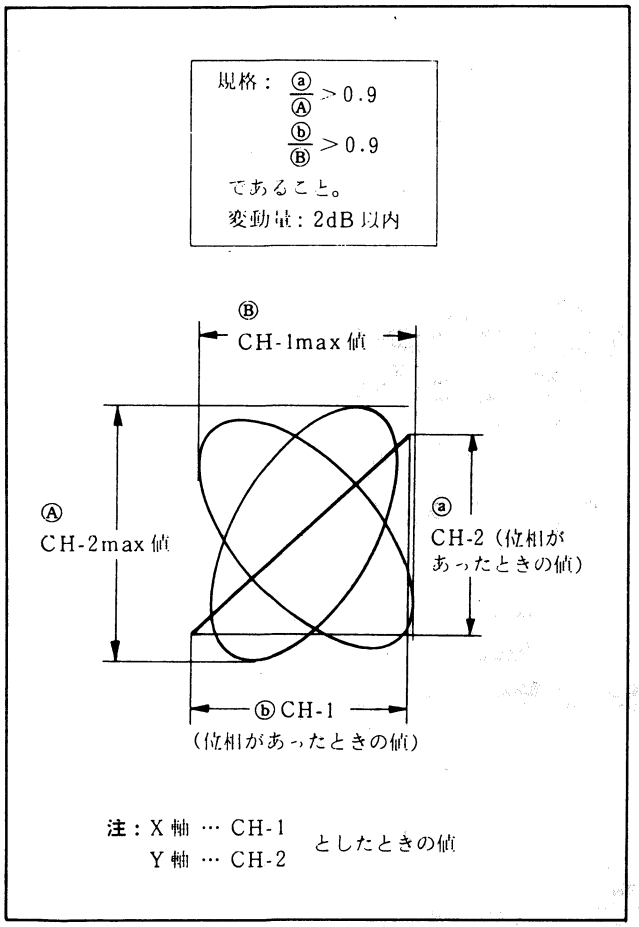
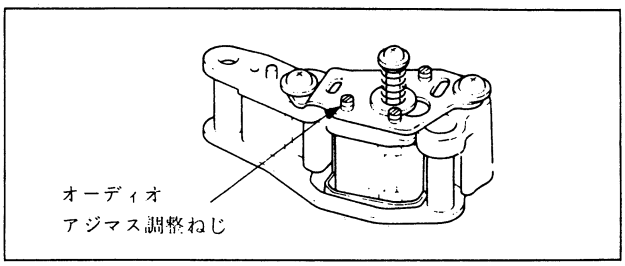
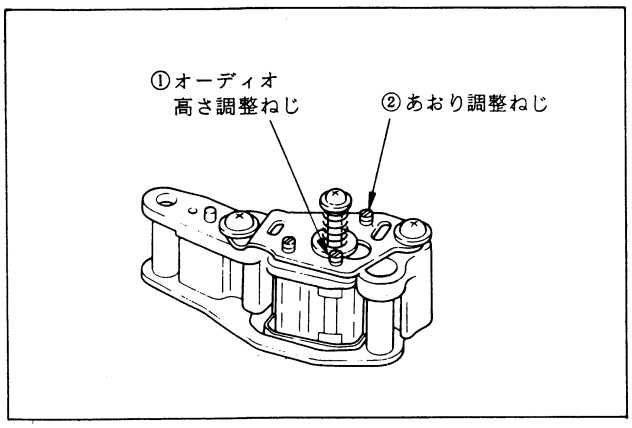

図4-14. オーディオヘッド（ACE 組立）アジマス調整
図4-15.
図4-19.
3) 図4-14に示す CH-1，CH-2 の最大レベル A，B，位相合わせをしたときの値 a，b をアジマス調整ねじ（図4-15参照）を調整しながら，測定する。このとき図4-14 に示す規格を満足していることを確認する。
3) 図4-19.に示すオーディオ高さ調整ねじあおり調整ねじと 図4-15.アジマス調整ねじの位置にマーキングをする。